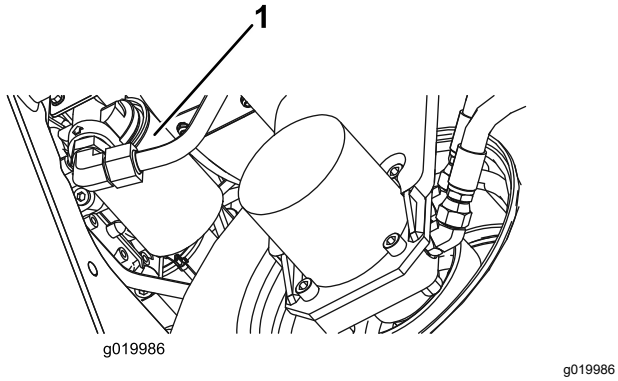

Figur 76
2. Rengør omkring det område, hvor filteret monteres. Anbring en dræningsbakke under filteret (Figur 76), og fjern filteret.